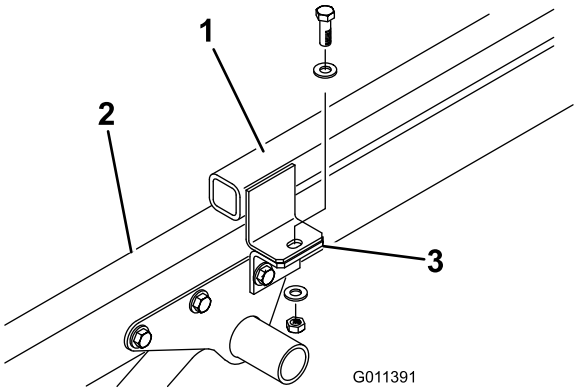

Figuur 6
3. Verwijder de tapbout, (2) platte ringen en borgmoeren waarmee de werktuigbeugels aan de lippen van het trekhaakframe zijn bevestigd (Figuur 6).